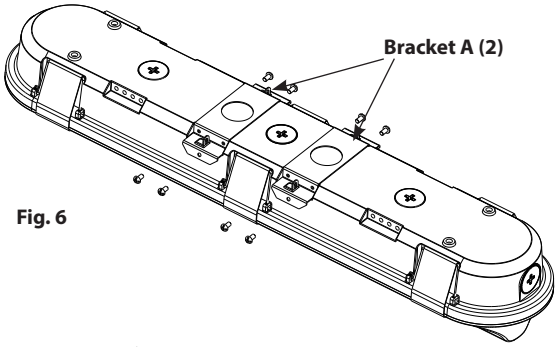

Fig. 6
1. Secure **Bracket A (2)** to **Housing** with screws provided. **WARNING:** Brackets must be mounted at exact location as shown in **Fig. 6**.